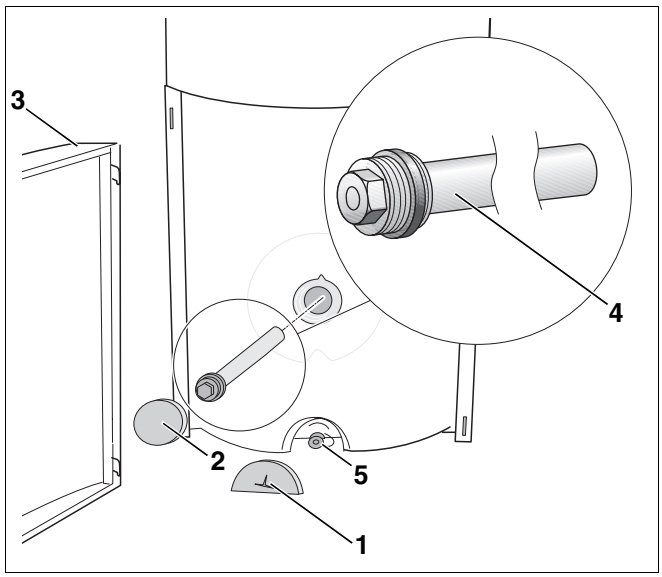

Rys. 59 Demontaż anody magnezowej
- Zdjąć przednią ściankę zasobnika (rys. 59, **poz. 3**) i usunąć elementy termoizolacyjne (rys. 59, **poz. 1** i **2**).
- Opróżnić podgrzewacz. W tym celu zamknąć zawór na dopływie zimnej wody EK i otworzyć zawór spustowy EL (rys. 59, **poz. 5**). W celu napowietrzenia należy otworzyć najwyżej położony zawór czerpalny.
- Wymontować anodę magnezową (rys. 59, **poz. 4**) z zasobnikowego podgrzewacza c.w.u.